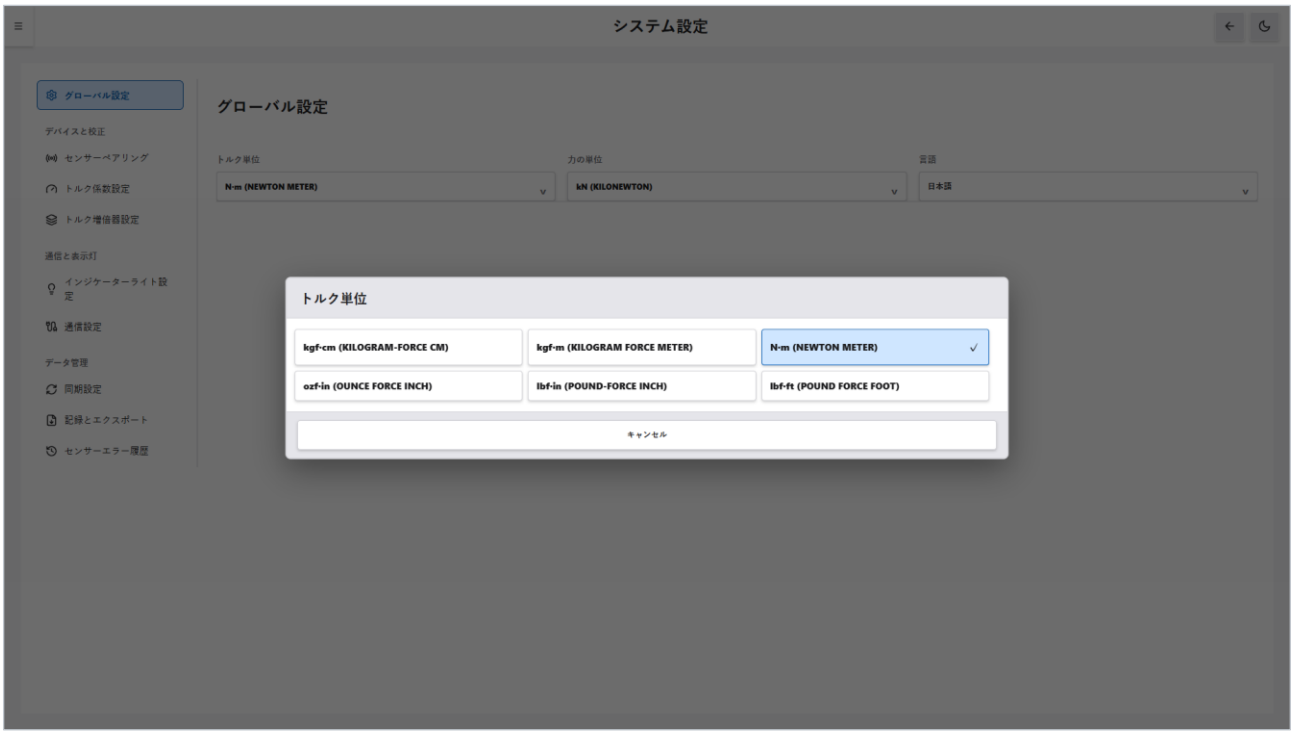

図 12-2　トルク単位の選択ウィンドウ
2. 「トルク単位」の選択欄をクリックします。図 12-2 のウィンドウが表示され、現在の単位にチェックが付いています。